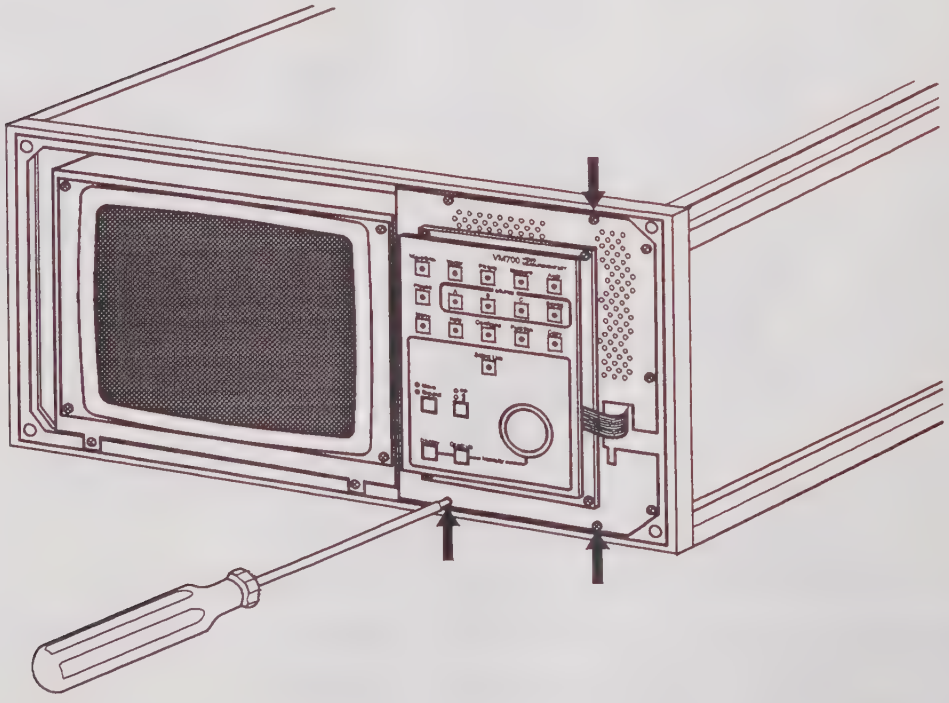

**Figure 3-13. Removing the retaining screws from the front panel board.**
4. Remove the seven flat-head screws holding the front panel board assembly to the VM700A front frame (see Figure 3-13).